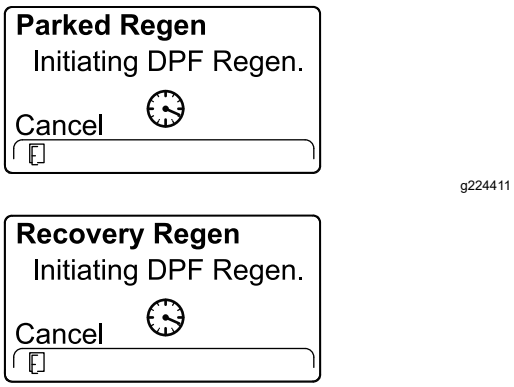

Figuur 57
5. Het InfoCenter toont de boodschap INITIATING DPF REGEN (Figuur 57).